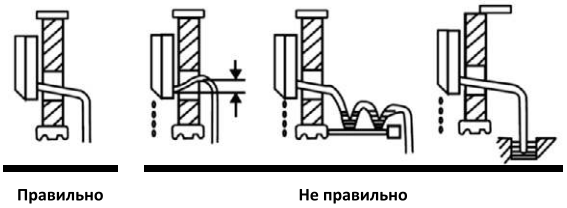

Рисунок 39 - Прокладка дренажа внутреннего блока
• При прокладке дренажного шланга или трубопровода необходимо убедиться в отсутствии его подъемов, изгибов и замятий (см. рис. 39).